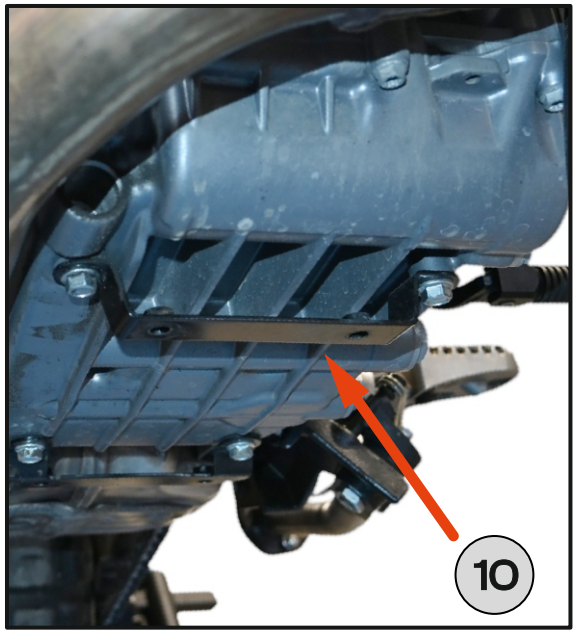

Fig. 14
10. Leave the OEM mounting bracket in place. Remove it if interference occurs. **[Fig. 14]**